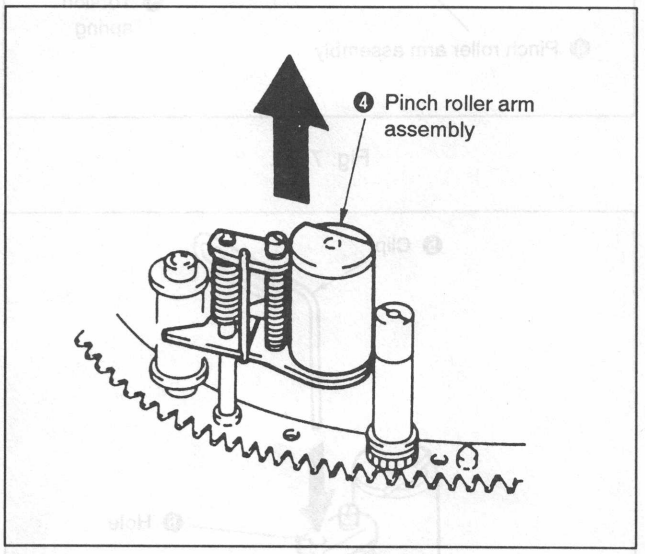

Fig. 7-18.
5) Remove the pinch roller arm assembly ❹ in the direction of arrow. (See Fig. 7-18.)